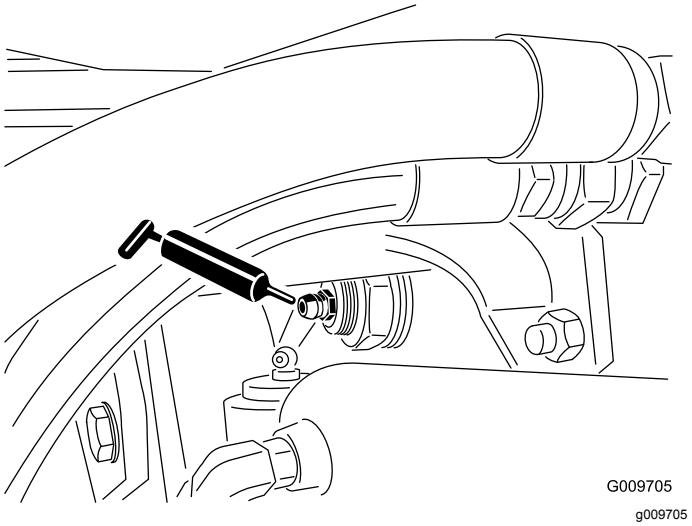

Figura 49
- Casquillos del pivote del eje trasero (2) (Figura 49)